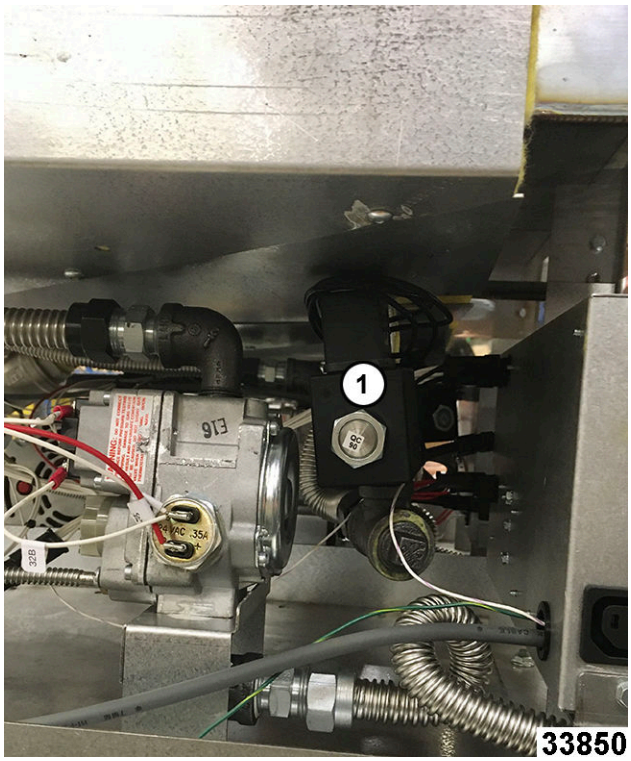

Fig. 43
4. Remove solenoid (1, Fig. 43).